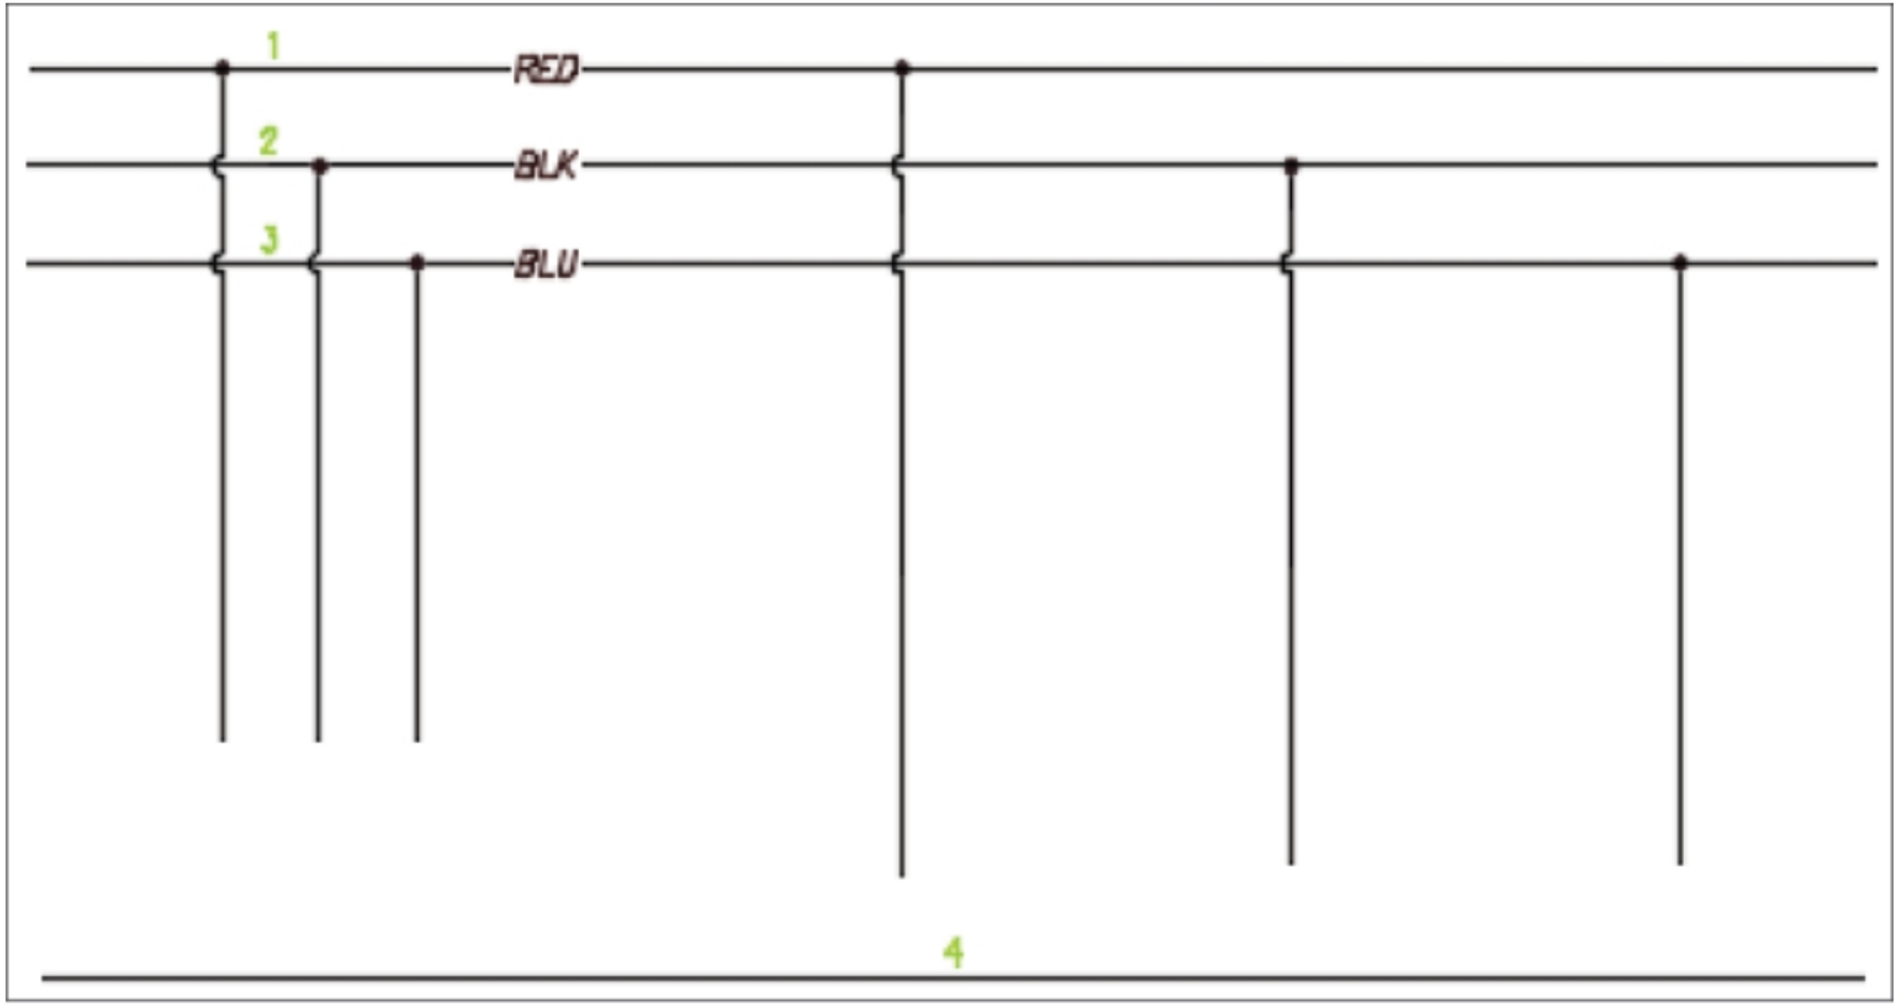

Figure-64. Wire numbers assigned to the wires
- Select the **Sequential** radio button from the dialog box and click on the **Drawing-wide** button from the dialog box. The wire numbers will be assigned to the wires; refer to Figure-64.